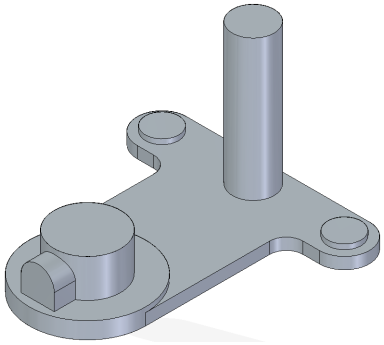

Figure 8-65 Model after adding the remaining protrusion features
b. Add the remaining protrusion features to the base feature, refer to Figure 8-65.
1. Add the remaining protrusion features to the model, as shown in Figure 8-65.